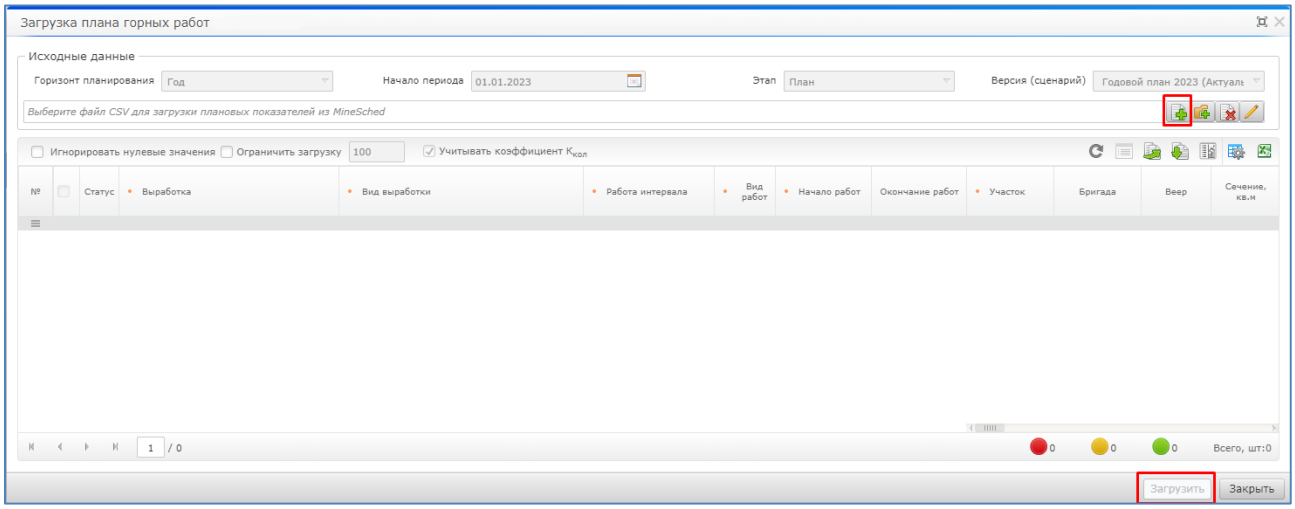

Рисунок 13. Загрузка плана горных работ
3. В открывшемся диалоговом окне «Загрузка плана горных работ» нажать на кнопку «Выбрать файл» (Рисунок 13);